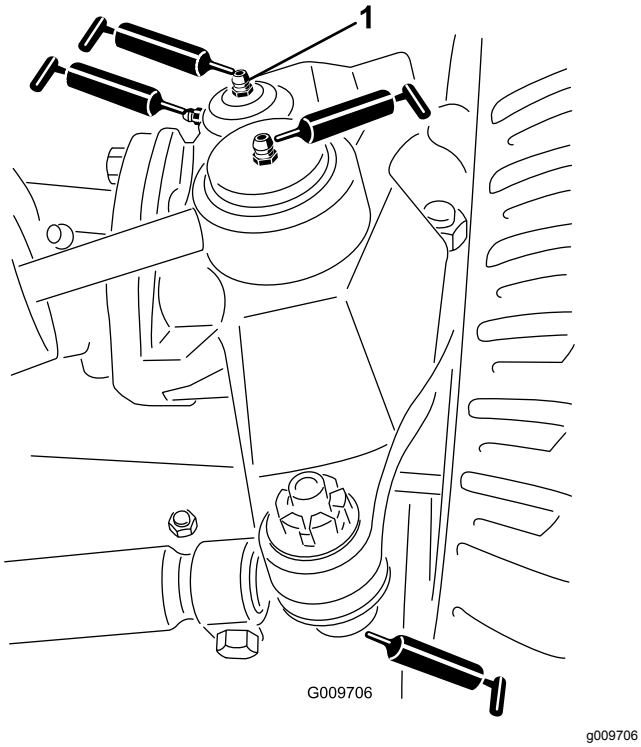

Figuur 77
- Kogelverbinding van stuurcilinder (2); zie Figuur 77
- Kogelverbinding van trekstang (2); zie Figuur 77
- Lagerbussen van koppelpen (2); zie Figuur 77